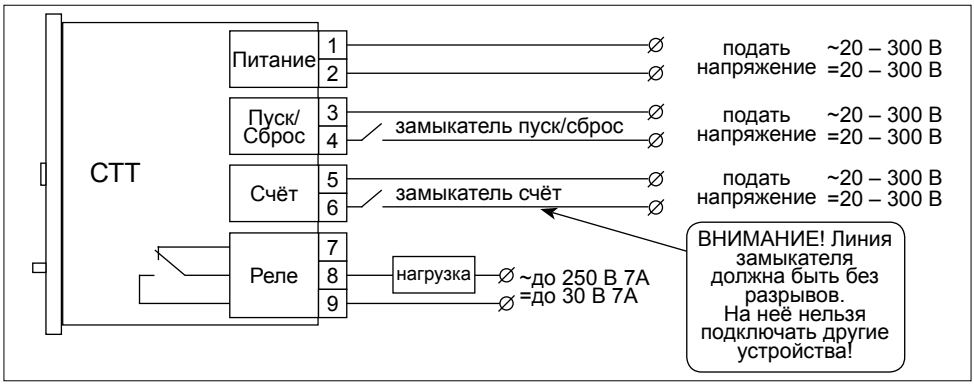

Рисунок 3. Счётчик Таймер Тахометр СТТ. Схема подключения
14.2 Подключите кабель от источника счётных импульсов к счётному входу на винтовые контактные колодки, рисунок 3. Полярность постоянного напряжения счётных импульсов значения не имеет.
14.3 Если необходимо обеспечить начало нового цикла работы с внешней кнопки, подключите её так, чтобы она управляла подачей напряжения на вход «ПУСК/СБРОС» (Рисунок 3). При замыкании контактов происходит:
14.4 Если необходимо управление дополнительным исполнительным устройством при достижении установленного значения, подключите один провод кабеля его управления в разрыв к контактам Реле (Рисунок 3). При подключении нагрузки нельзя превышать номинальный ток, коммутируемый контактами реле. В случае превышения тока нагрузки на контакты реле, счётчик может выйти из строя. Для обеспечения безопасной работы можно использовать промежуточные реле достаточной мощности.
14.5 Подключите кабель питания на винтовые контактные колодки (Рисунок 3). Полярность постоянного напряжения питания значения не имеет.